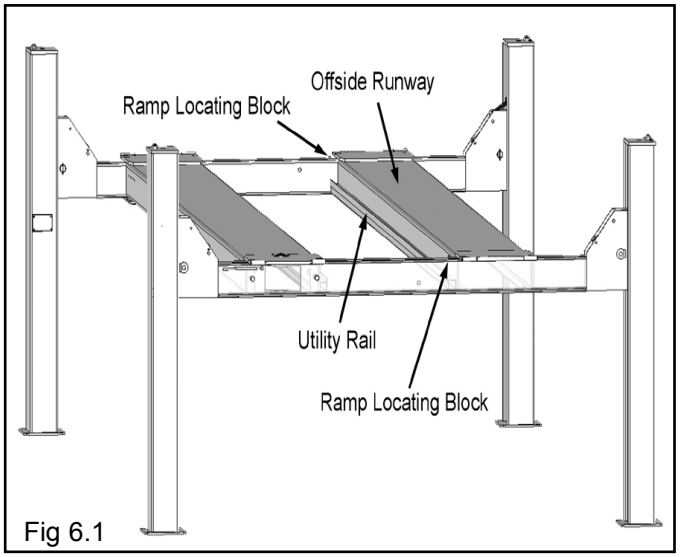

Fig 6.1
1. Position the Offside Runway on top of the Cross Tubes with the Utility Rail located inside. (See Fig. 6.1)